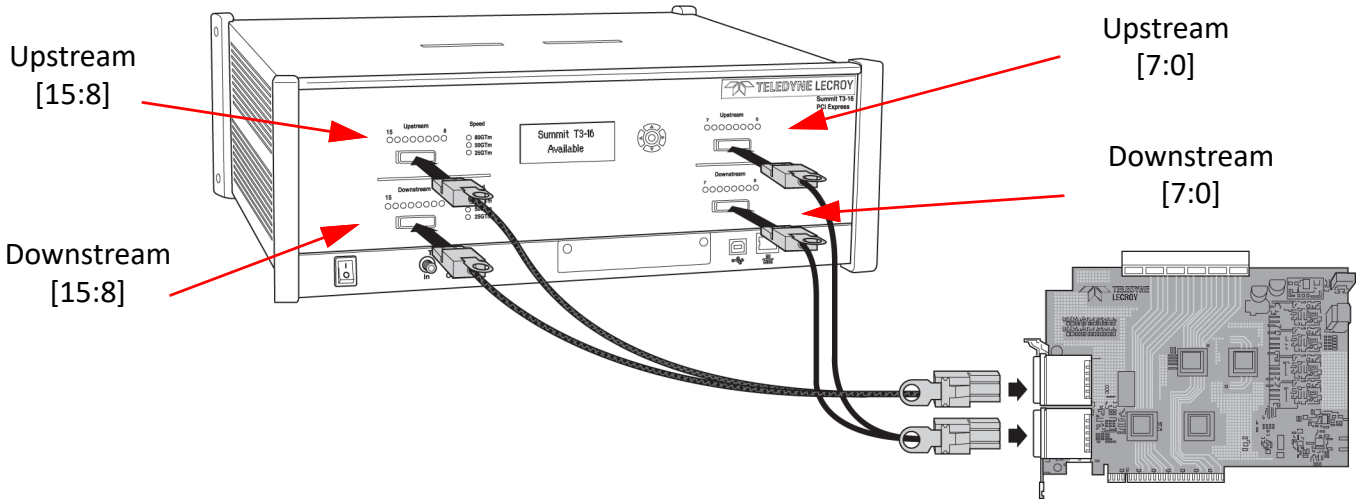

Figure 3.28: Connecting the Summit T3-16 Analyzer to the Device Under Test Using a Gen2 Active Interposer
- **iPass Y-Cable**: The cable supports eight lanes from two directions. Side A of the probe cable connects to the Upstream port on the Analyzer (on the top right in the drawing above see Figure 3.28), and Side B of the probe cable connects to the Downstream port (on the bottom right).